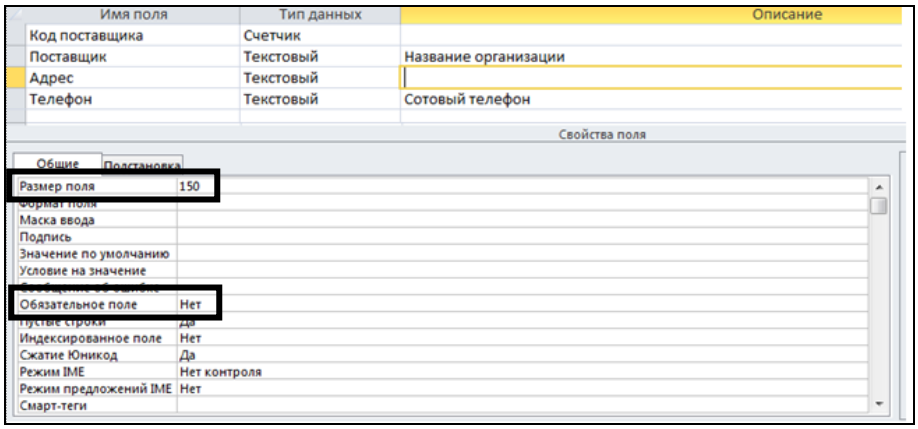

Рис. 2.13. Свойства поля *Адрес*
3.3. Свойства поля *Адрес* (рис. 2.13).